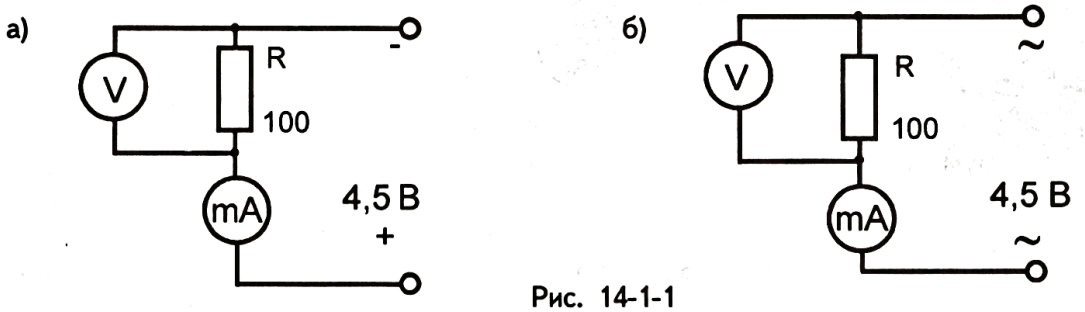

Рис. 14-1-1
1. Соберите электрическую цепь по рис. 14-1-1, а и убедитесь в справедливости закона Ома в цепи постоянного тока.
2. Соберите цепь по рис. 14-1-1, б и убедитесь в справедливости закона Ома в цепи переменного тока.